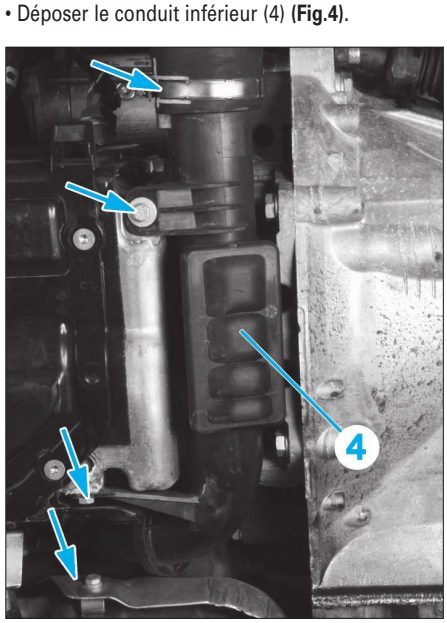

**Fig. 4**
• Déposer le conduit inférieur (4) **(Fig.4)**.